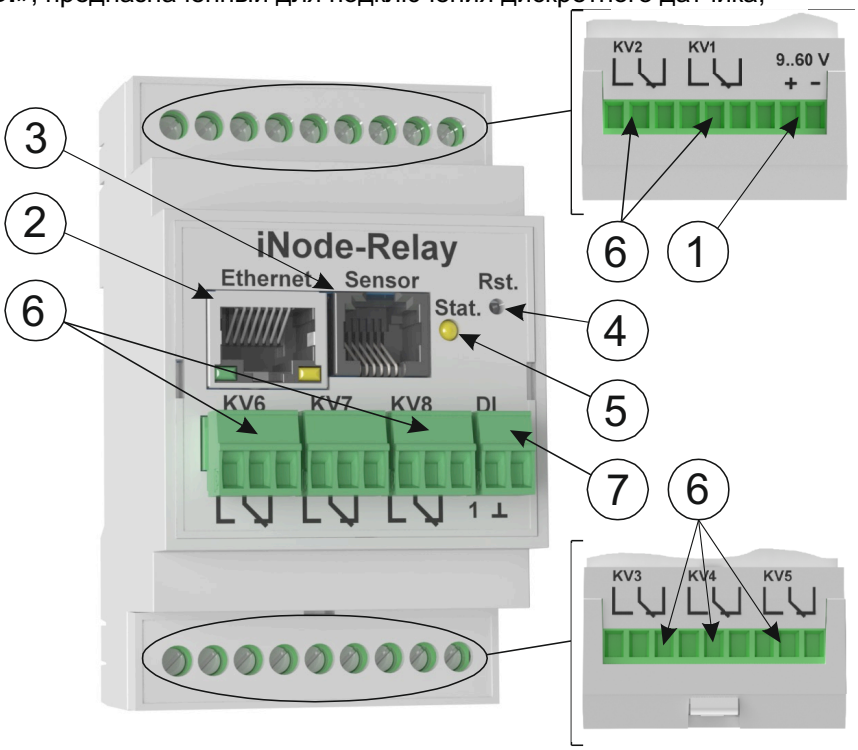

Рисунок 1 – Внешний вид адаптера iNode-Relay (DIN)
6.5 Подключите, при необходимости, используемый дискретный датчик к клеммным блокам дискретного входа «**DI**» (см. ***рисунок 1***).
6.6 Подключите, при необходимости, исполнительные механизмы к клеммным блокам релейных выходов **KV1-KV8** (см. ***рисунок 1***).
6.7 При использовании внешнего источника электропитания напряжением 9-60 В и выходной мощностью не менее 6 Вт, подключите его к клеммным блокам электропитания (см. ***рисунок 1***).